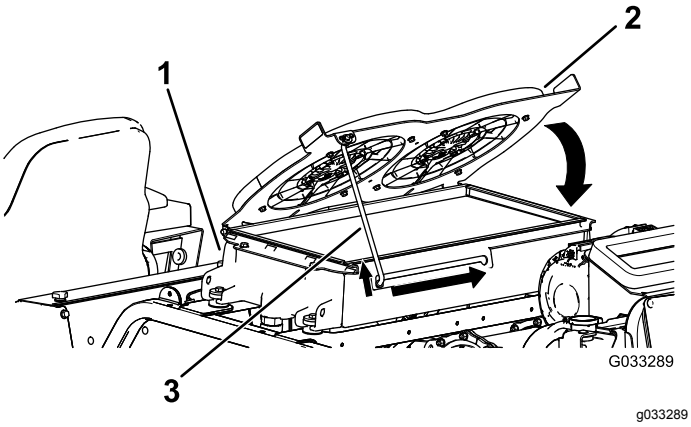

**Figur 123**
4. Rikta hydraulsystemets kylfläktar nedåt och fäst stöttan i skåran (Figur 123).